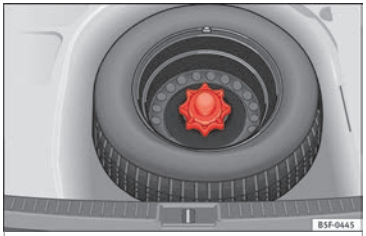

Fig. 242 Rueda de emergencia: piso de carga alzado.
– Alce el piso de carga y manténgalo en posición elevada para poder sacar la rueda de emergencia ››› **fig. 242**.